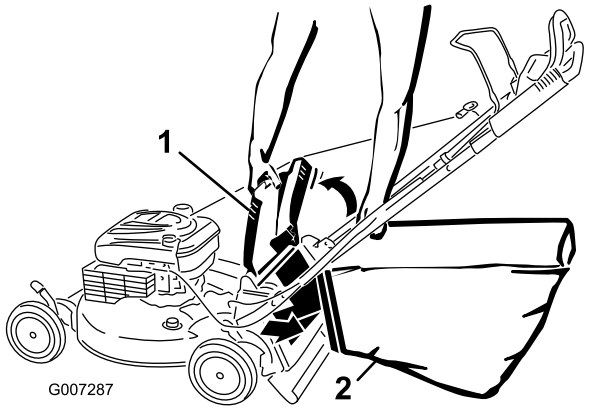

**Figur 22**
4. Häng gräsuppsamlarens övre framkant i skårorna (Figur 22).